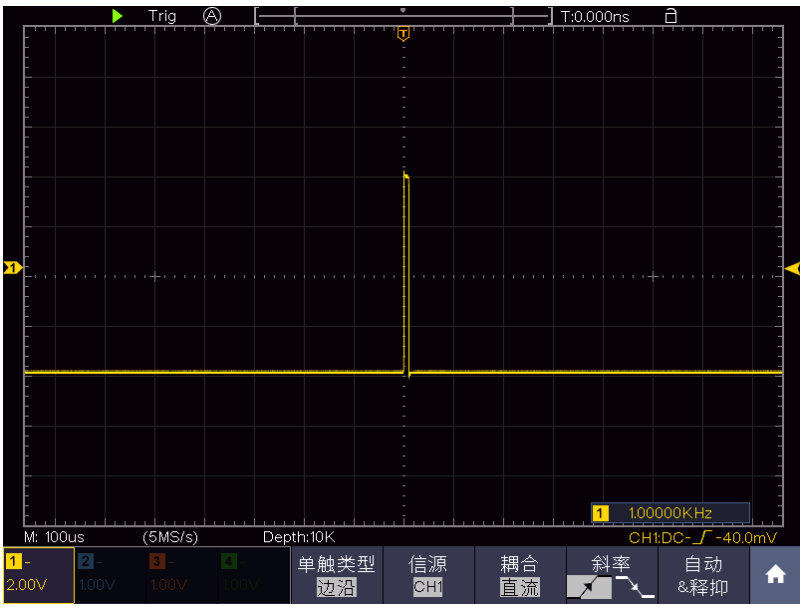

图 9-3：捕捉单次信号
(2) 按CH1键选中该通道，调整 垂直 **档位** 和 水平 **档位** 旋钮，为观察的信号建立合适的垂直与水平范围。
(3) 按 **采样** 按键，显示采样菜单。
(4) 在下方菜单中选择 采集模式。在右侧菜单中选择 峰值检测。
(5) 按 **触发菜单** 按键，显示触发菜单。
(6) 在下方菜单中选择 类型。在右侧菜单中选择 单触。
(7) 在左侧菜单中选择触发模式为 边沿。
(8) 在下方菜单中选择 信源，在右侧菜单中选择 CH1。
(9) 在下方菜单中选择 耦合；在右侧菜单中选择 直流。
(10) 在下方菜单中选择 斜率 为 （上升）。
(11) 旋转 **触发电平** 旋钮，调整触发电平到被测信号的中值。
(12) 若屏幕上方 **触发状态指示** 没有显示 **Ready**，则按下 **Run/Stop（运行/停止）**按键，启动获取。等待符合触发条件的信号出现。如果有某一信号达到设定的触发电平，即采样一次，显示在屏幕上。利用此功能可以轻易捕捉到偶然发生的事件，例如幅度较大的突发性毛刺：将触发电平设置到刚刚高于正常信号电平，按 **Run/Stop（运行/停止）** 按键开始等待，则当毛刺生时，机器自动触发并把触发前后一段时间的波形记录下来。通过旋转面板上水平控制区域的 **水平位移** 旋钮，改变触发位置的水平位移可以得到不同长度的负延迟触发，便于观察毛刺发生之前的波形。见图 9-3。